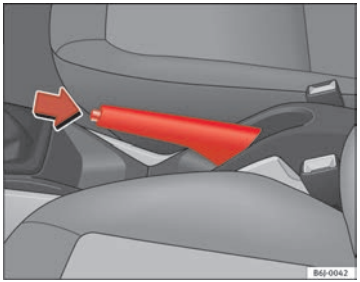

Fig. 103 Freno de mano entre los asientos delanteros
– Tire con fuerza de la palanca del freno de mano hacia arriba ⇒ fig. 103.
– Tire ligeramente de la palanca hacia arriba, presione el botón de desbloqueo en la dirección de la flecha ⇒ fig. 103 y baje completamente la palanca ⇒ ⚠.